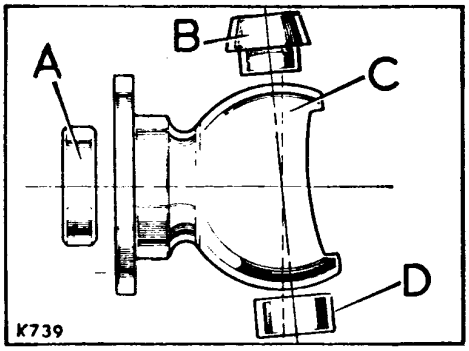

Fig. F1-46.- Posiciones del cojinete y casquillo.
3.02.- Montar a presión el cojinete de rodillos, A (Fig. F1-46), del semieje en el interior de su caja del pivote.